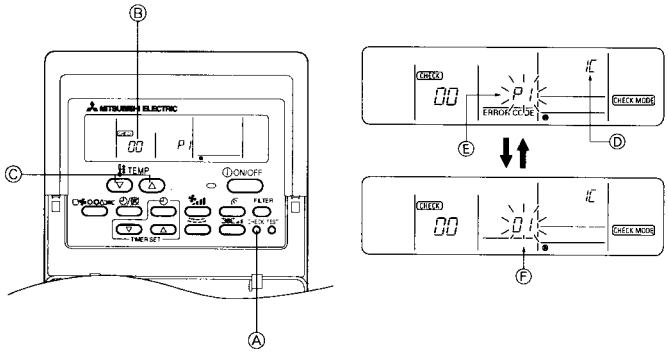

Fig. 7-2
7.3.1. Wired remote controller (Fig. 7-2)
① Turn on the power.
② Press the [CHECK] button twice.
③ Set refrigerant address with [TEMP] button if system control is used.
④ Press the [ON/OFF] button to stop the self-check.